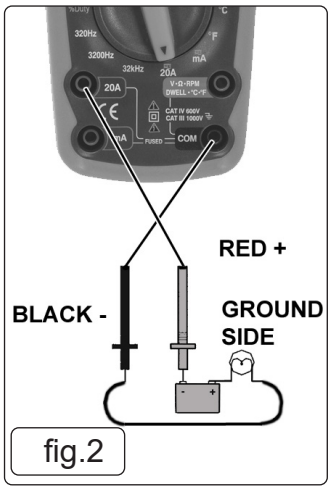

fig.2
5.8.4. Touch the test probes in series (fig.2) with the circuit under test and read the current on the display.